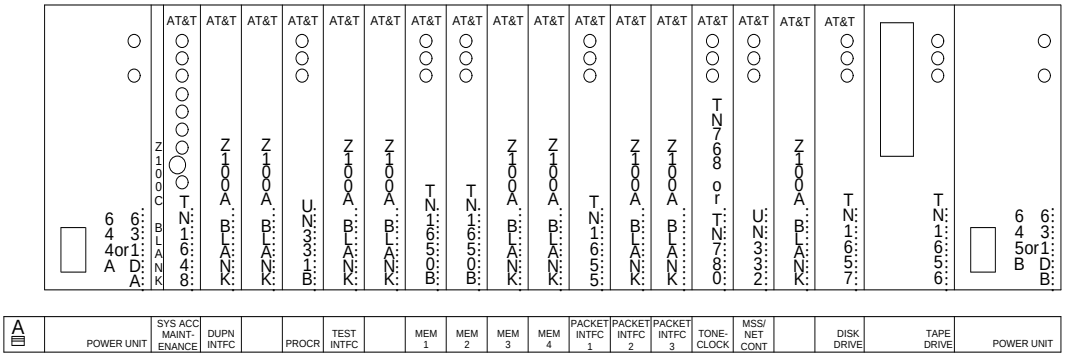

Figure 10-73. Circuit-Pack Locations in Standard-Reliability G3r Control Carrier
2. See WARNING. Replace the existing TN1657 Disk Drive circuit pack in the control carrier with a TN1657 of Vintage 4 or higher (See Figure 10-73).
1. Remove the circuit-pack blank from the ‘‘MEM 3’’ slot of the control carrier (See Figure 10-73).